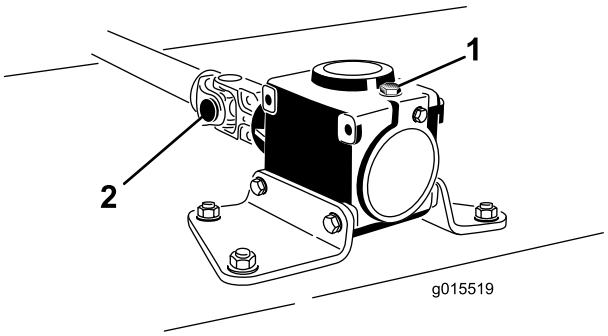

Figur 3
- Ta bort rullpinnen från gaffeländen och växellådsaxeln (Figur 3). Spara rulltappen så att du kan använda den igen.
- Lossa de två huvudskruvarna och låsmuttrarna (Figur 3).